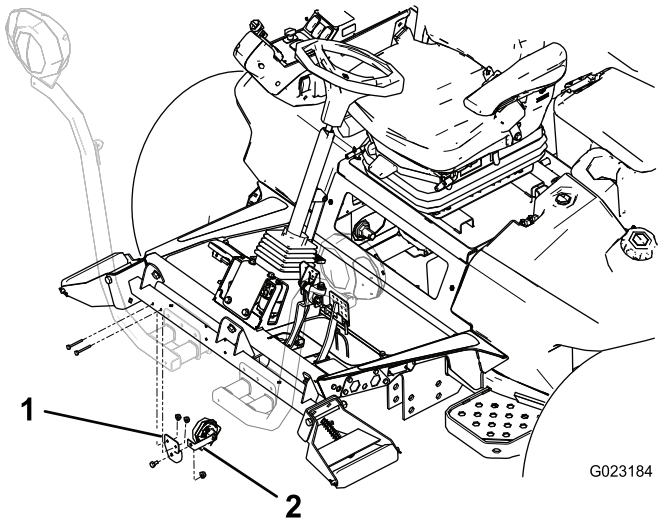

Figur 15
1. Fastgør hornstroppen til hornbeslaget med en bolt (3/8 x 5/8 tomme) og en flangemøtrik (3/8 tomme) som vist i Figur 15.
2. Monter hornbeslaget på bagsiden af rullens støtterør med 2 bolte (¼ x 2 tommer) og møtrikker (¼ tomme). Roter hornet, så det vender nedad (Figur 15).